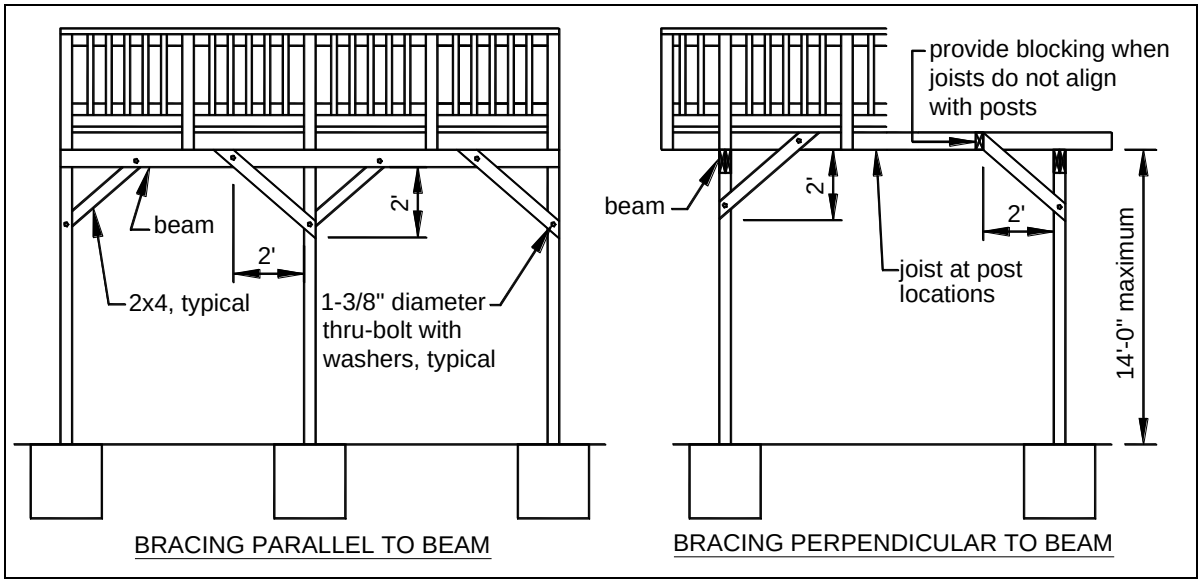

FIGURE 17: DIAGONAL BRACING REQUIREMENTS
***Note: 2 hold downs are required per deck and must have an allowable stress design capacity of not less than 1500 lbs. per device. If hold downs cannot be installed, diagonal braces must be installed for lateral support as shown in FIGURE 17 or the deck must be freestanding.